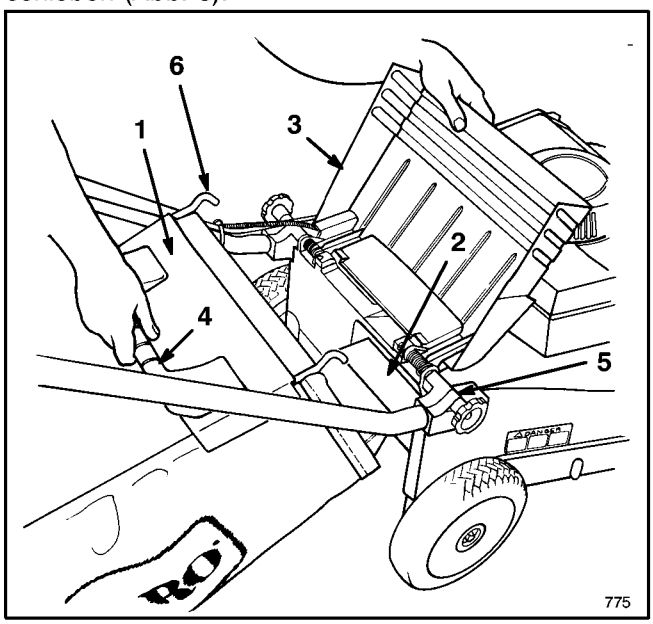

Abbildung 6
1. Die Auswurfklappe anheben, den Ansatz des Sacks in die Auswurföffnung schieben und den Sackrahmen auf den Haltebolzen am Gehäuse schieben (Abb. 6).